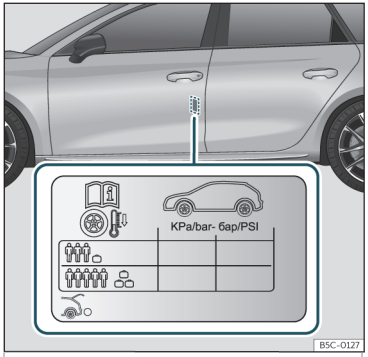

Fig. 212 Posizione dell'adesivo della pressione di gonfiaggio comfort degli pneumatici.
- Adattare la pressione degli pneumatici al carico del veicolo››› **fig. 212**.
I valori della pressione di gonfiaggio degli pneumatici sono riportati sull'etichetta adesiva situata nella zona posteriore del telaio della porta anteriore sinistra››› **fig. 212**.
Adeguare la pressione di gonfiaggio degli pneumatici al carico del veicolo. Se il veicolo verrà caricato al massimo, è necessario aumentare la pressione di gonfiaggio al valore di carico più elevato indicato sull'etichetta adesiva››› **fig. 212**.
Nel caso del ruotino di scorta (125/70 R16 o 125/70 R18), gonfiare a 4,2 bar come indicato nell'etichetta della pressione degli pneumatici››› fig. 212.
- **Il conducente è responsabile che tutti gli pneumatici del veicolo siano gonfiati alla pressione corretta. La pressione di gonfiaggio consigliata è indicata in un adesivo ››› fig. 212.**
- **Con gli pneumatici freddi, si deve mantenere sempre la pressione indicata sull'adesivo››› fig. 212.**